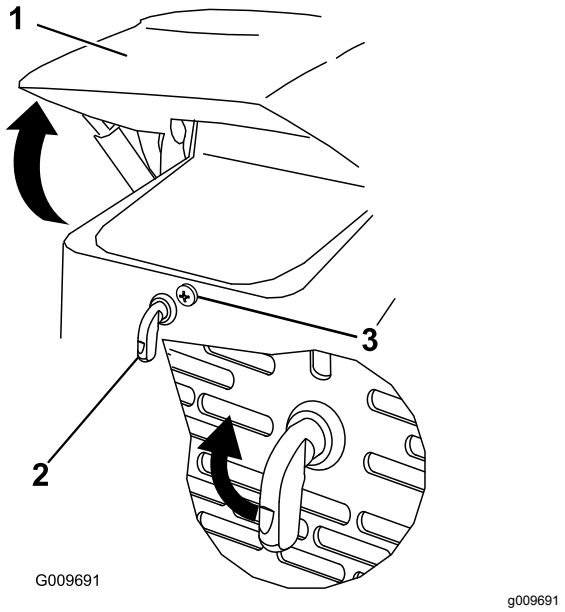

Figur 23
1. Lossa motorhuvens låsskruv (Figur 23)
2. Vrid motorhuvsspärren medurs (Figur 23).
3. Sväng upp motorhuven (Figur 23).
3. Dra åt motorhuvens låsskruv och fäst spärren (Figur 23).